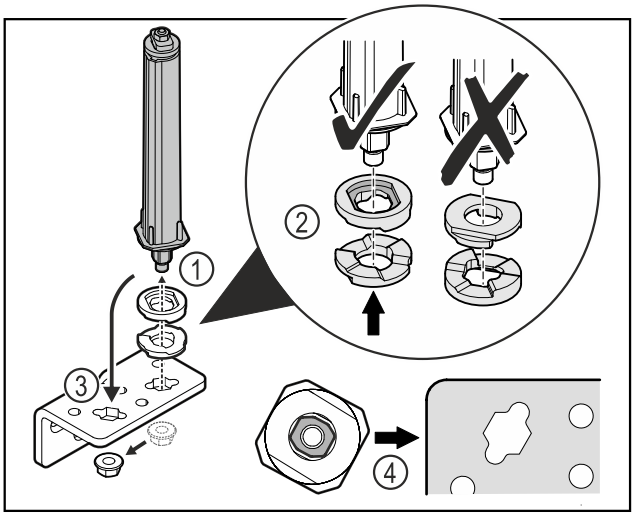

Fig. 34
▶ Desserrer l'écrou et retirer le système de fermeture de porte *Fig. 34 (1)*.
▶ Veiller à ce que les rondelles de réglage de la hauteur soient correctement orientées *Fig. 34 (2)*.
▶ Mettre le système de fermeture de la porte dans l'autre trou de l'équerre de charnière et le fixer avec l'écrou *Fig. 34 (3)*.
▶ Lors de la mise en place, veiller à bien orienter le système de fermeture de porte *Fig. 34 (4)*.